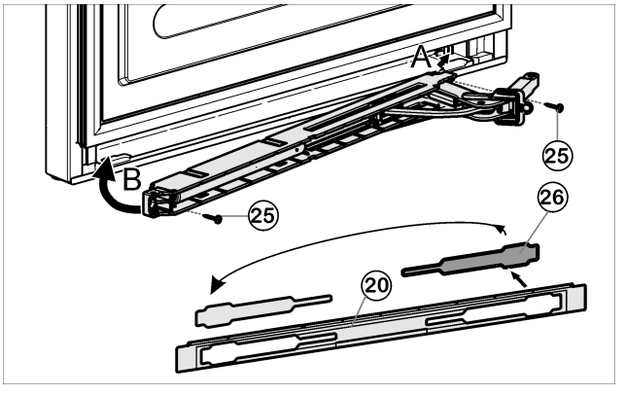

*Fig. 15*
- ▶ Suelte la cubierta *Fig. 15 (26)* del panel *Fig. 15 (20)* y vuélvala a colocar en el otro lado.
- ▶ Enganche (A) la unidad de amortiguador de cierre con la articulación orientada hacia el lado de la bisagra y gírela hacia dentro (B).
▶ Atornille la unidad de amortiguador de cierre (2 Torx® 15) *Fig. 15 (25)*.